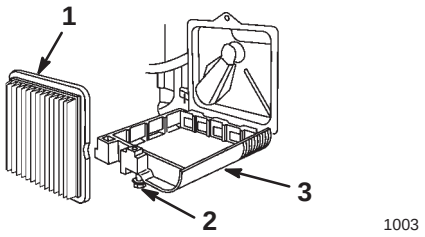

Bild 18
3. Lockern Sie die Schraube, mit der die Luftfilterabdeckung befestigt ist (Bild 18).
4. Kippen Sie die Abdeckung nach unten und reinigen Sie sie gründlich (Bild 18).
5. Entfernen und entsorgen Sie den Papierfilter (Bild 18).
6. Legen Sie einen neuen Papierfilter ein (Bild 18).